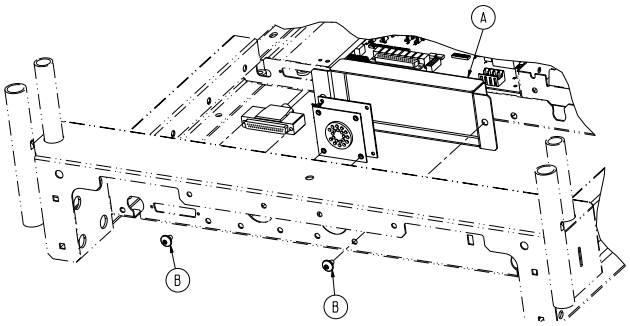

Figure 1
4. Using a T27 Torx driver, remove the two screws securing the pendant port cover to the litter frame shown in Figure 1.